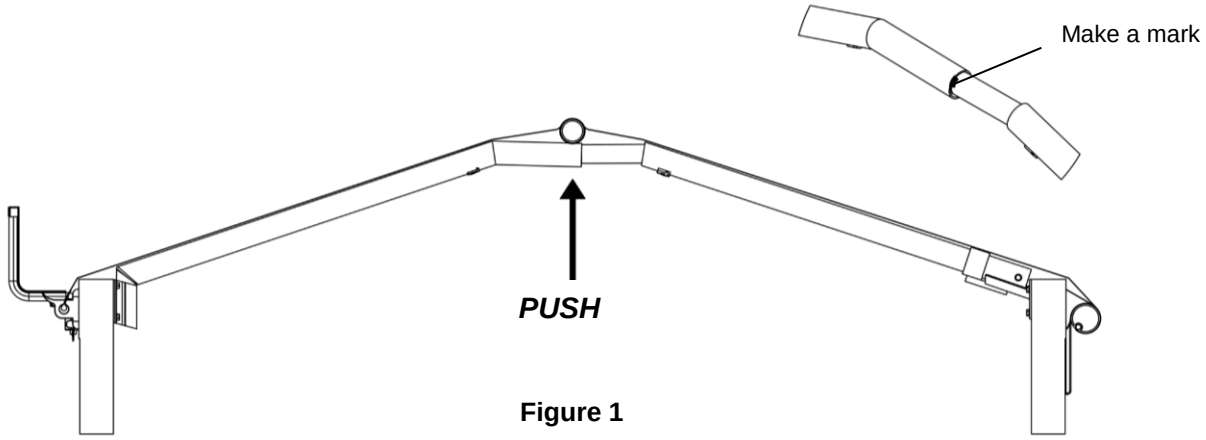

Figure 1
3. **Figure 1.** Position yourself under the central cross-bows and push vertically under the cross-bow union to extend the tarp.